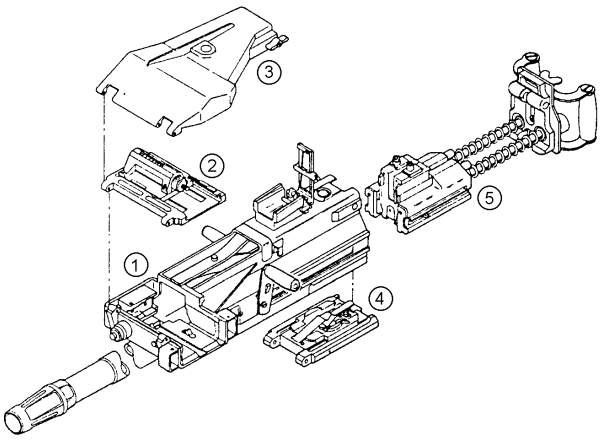

**Figure 3-94.—Major components of the Mk 19 Mod 3 machine gun.**
The Mk 19 Mod 3 machine gun has five major components as shown in figure 3-94. These are the receiver assembly, feed slide assembly and tray, top cover assembly, sear assembly, and the bolt and backplate assembly.
**RECEIVER ASSEMBLY**.—The receiver assembly (fig. 3-94, 1) provides support for the other major assemblies of the weapon.
**FEED SLIDE ASSEMBLY AND TRAY**.—The feed slide assembly and tray (fig. 3-94, 2) holds the rounds in the feeder and indexes ammunition into the firing position.
**TOP COVER ASSEMBLY**.—The top cover assembly (fig. 3-94, 3) holds the feed slide assembly and tray. It is opened by a latch (left side) for loading or to clean and inspect the weapon.
**SEAR ASSEMBLY**.—The sear assembly (fig 3-94, 4) holds the receiver sear. Trigger action depresses the sear, releasing the bolt and allowing the bolt to move forward for firing. The safety is attached to the sear assembly. When activated, the safety slide blocks the sear from being depressed by the operator as long as the safety is on S (SAFE).
**BOLT AND BACKPLATE ASSEMBLY**.—Located on the bolt and backplate assembly (fig. 3-94, 5) is the handgrips and trigger. When depressed, the trigger operates the sear assembly that releases the bolt for firing. The bolt is driven forward by a duel set of operating springs set around guide rods.